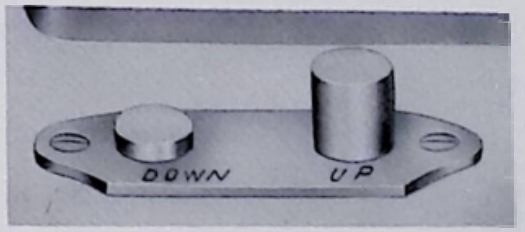

Fig. 33
2. Push drop feed button "DOWN" all the way. Fig. 33.